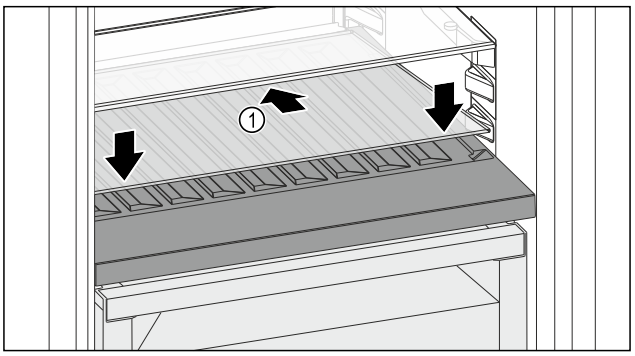

Fig. 153
- ▶ Вставьте стеклянную пластину *Fig. 153 (1)* наискосок и с уклоном назад вниз.
- ▶ Опустите стеклянную пластину *Fig. 153 (1)* спереди.